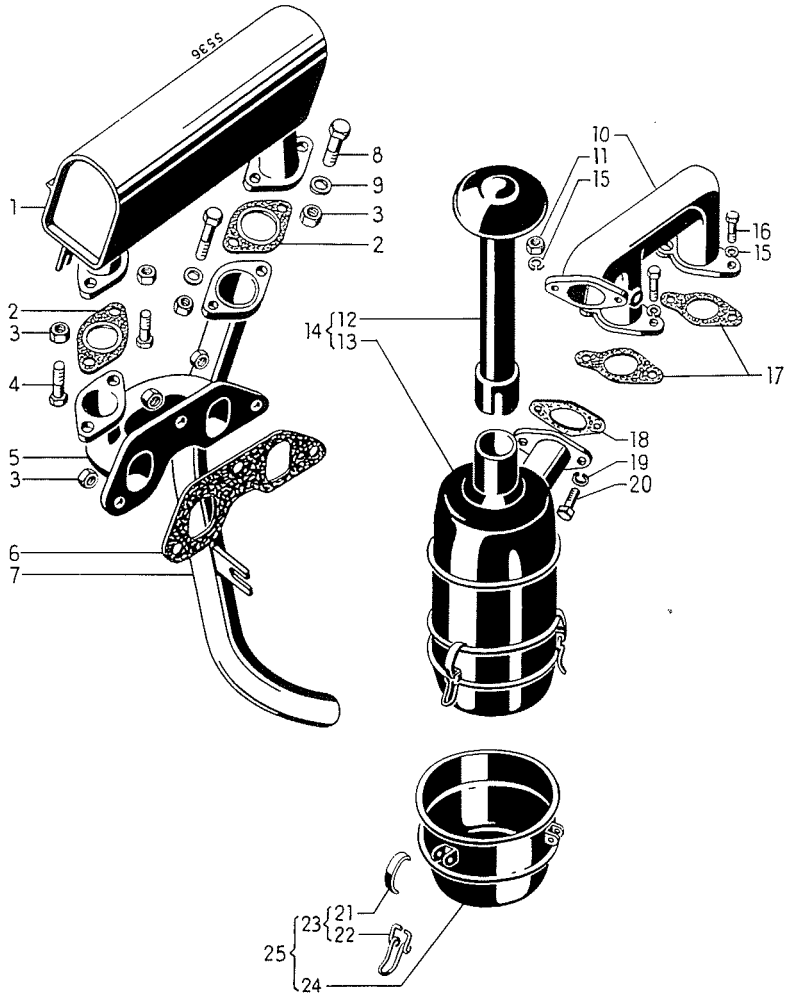

Bild 61
Der Schalldämpfer (1) ist auf den Flansch des Auslaßröhrenwerks (5) aufgeschraubt und trägt das Auspuffrohr (7), Bild 61.